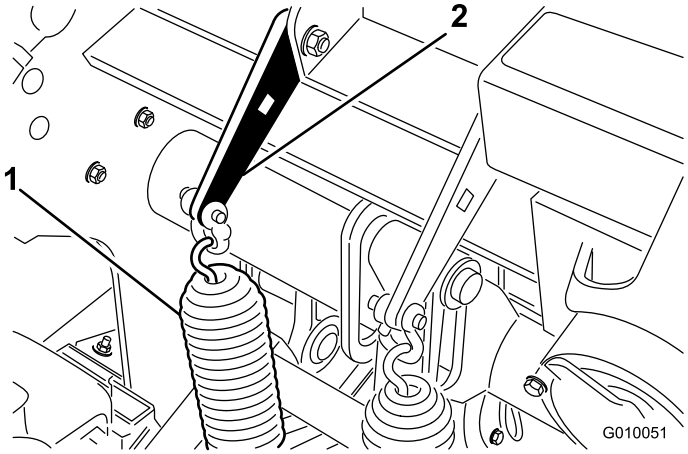

Figuur 36
1. Draai de moeren van de slotbouten los waarmee de beugels van de veer zijn bevestigd aan de beluchtingskop (Figuur 36). Verwijder de moeren niet.